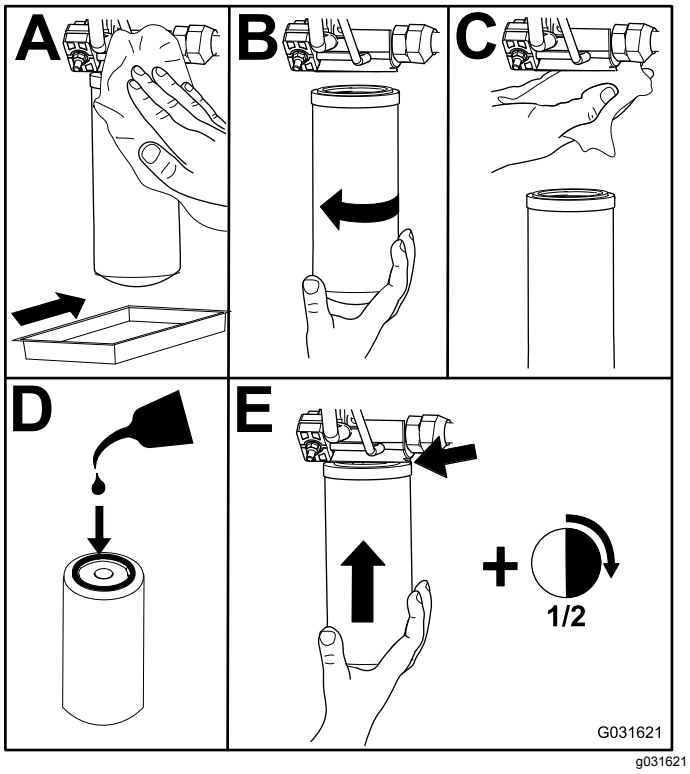

Figuur 106
2. Vervang de hydraulische filters (Figuur 106).